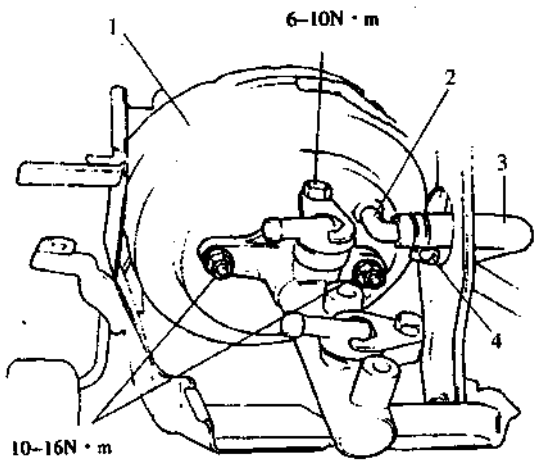

Fig.3.7-24
(5) Install the brake master cylinder to the vacuum booster as indicated in Fig.3.7-24, and screw the connecting nut to the specified torque.